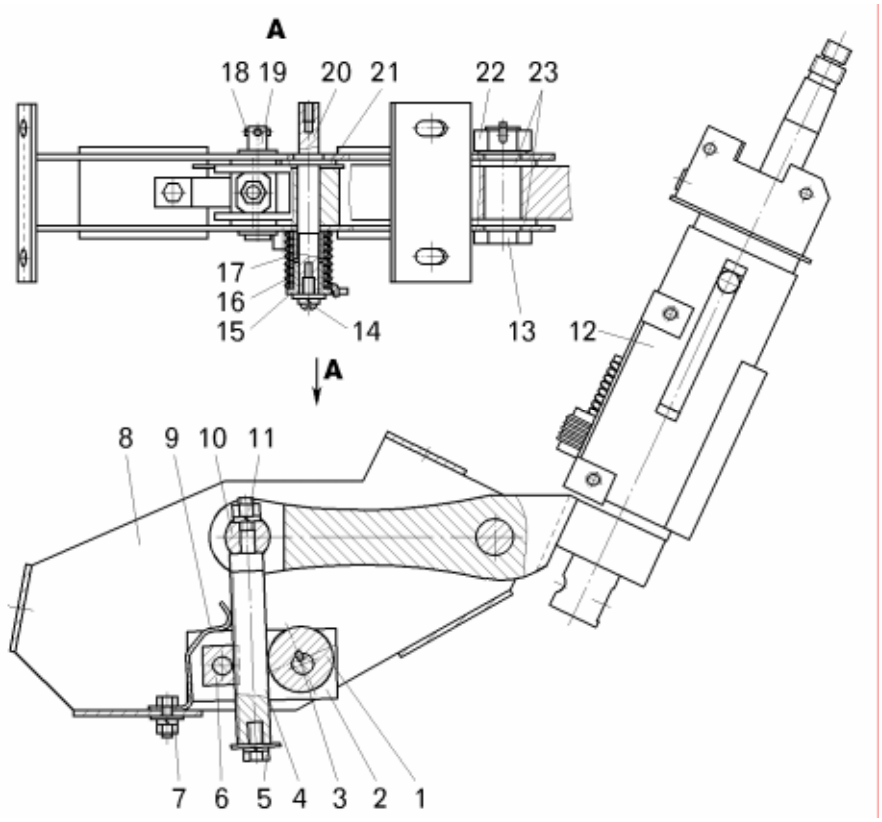

Рисунок 9.2 – Рулевая колонка с кронштейном:
– расшплинтовать и отвернуть гайку 22 (рисунок 9.2) на оси 13;
– отвернуть гайку 11 (смотри рисунок 9.2) штока 4;